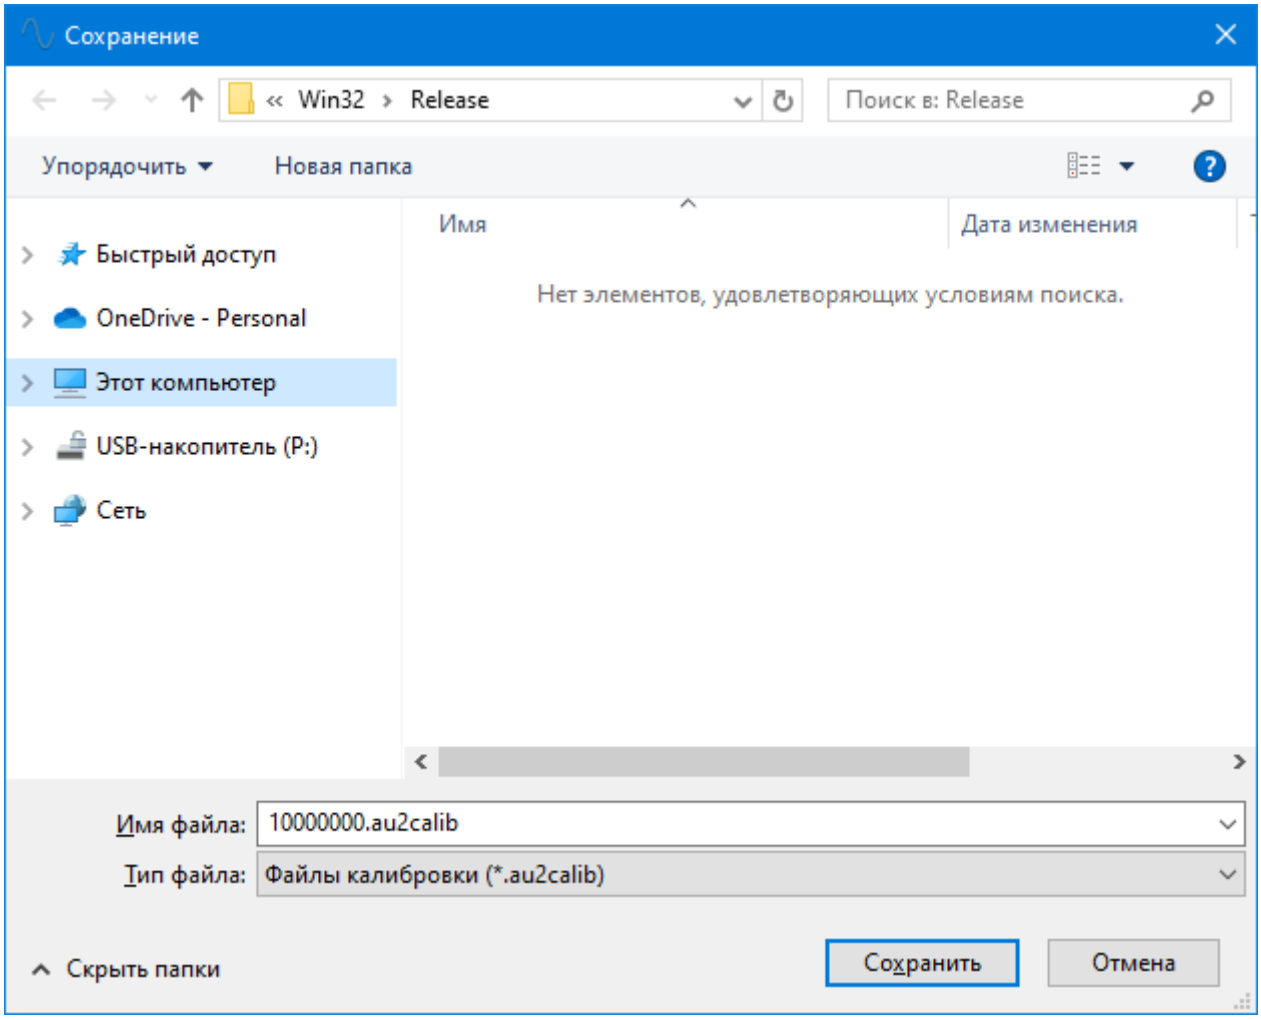

Рис. 7.9 – Окно сохранения файла калибровки
16. Сохранить сделанную калибровочную характеристику в файл с помощью главного меню программы калибровки «Калибровка» - «Сохранить в файл...» (рис. 7.9) или кнопки с панели инструментов;